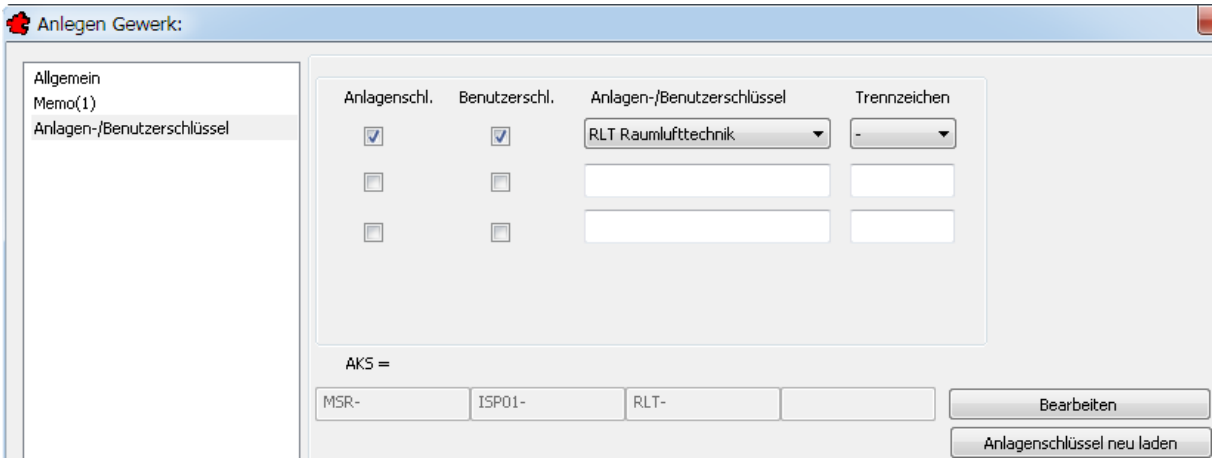

Bild 18.13 – Anlagen- und Benutzerschlüssel mit verfügbaren Vorgabewerten
- Aktivieren Sie **beide** Optionsfelder der ersten Zeile für *Anlagen-* und *Benutzerschlüssel*. Wählen Sie dann aus dem gleichnamigen Listenfeld den Eintrag *RLT Raumlufttechnik*. *Trennzeichen* ist der Bindestrich (Abb. 18.13). Bestätigen Sie dann.